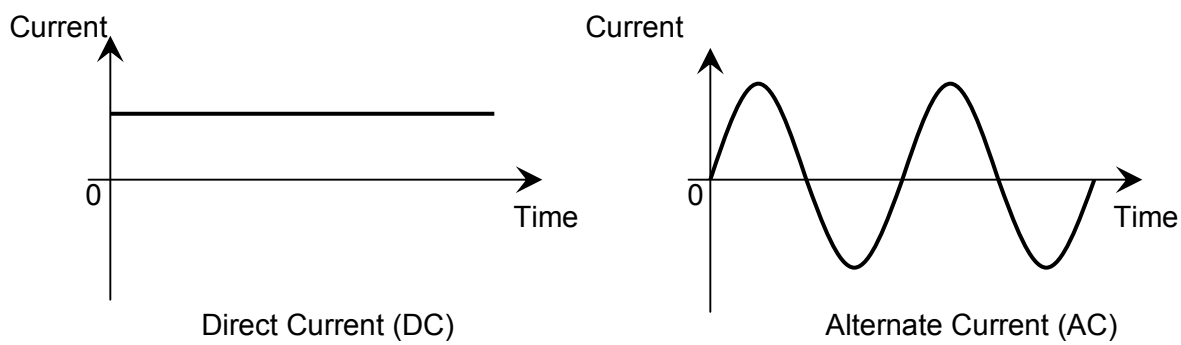

Figure 1: Direct Current (DC) and Alternate Current (AC) signal amplitudes.
Electric current refers to the amount of charge that passes through a surface per measure of time. At an atomic level, current is the flow of electrons. A current that moves in the same direction around a circuit is referred to as Direct Current (DC). A current whose direction alternates continuously back and forth is referred to as Alternating Current (AC) (see **Figure 1**). The number of times that the current alternates back and forth in a second is known as frequency. Frequency is measured in Hertz. For example 60 Hertz means that the current alternates back and forth 60 times per second.